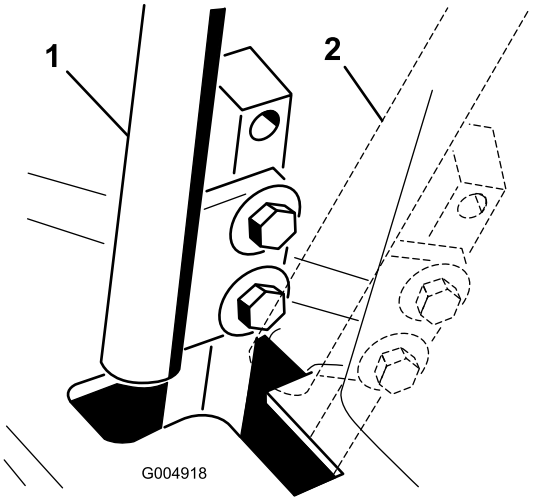

Figur 57
4. Flytt kontrollspaken til nøytral stilling, men **ikke låst** (Figur 57).
6. Kontroller hvor det er mulig at kontrollspaken treffer hakket i konsollen (Figur 57).